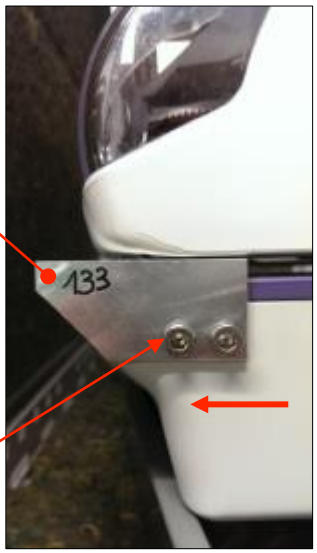

Abb. 2.3
4. Beide Schrauben auf der linken Seite (von hinten betrachtet) lösen mit Imbussschlüssel SW3 (siehe Abb. 2.3).